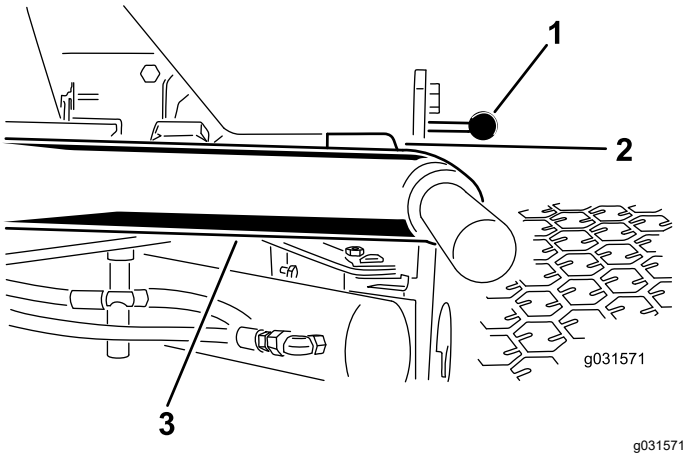

Figura 12
1. Ligue o motor, eleve as unidades de corte e certifique-se de que a folga entre cada braço de elevação e o suporte da placa do chão é de 5 a 8 mm, conforme se mostra na Figura 12.